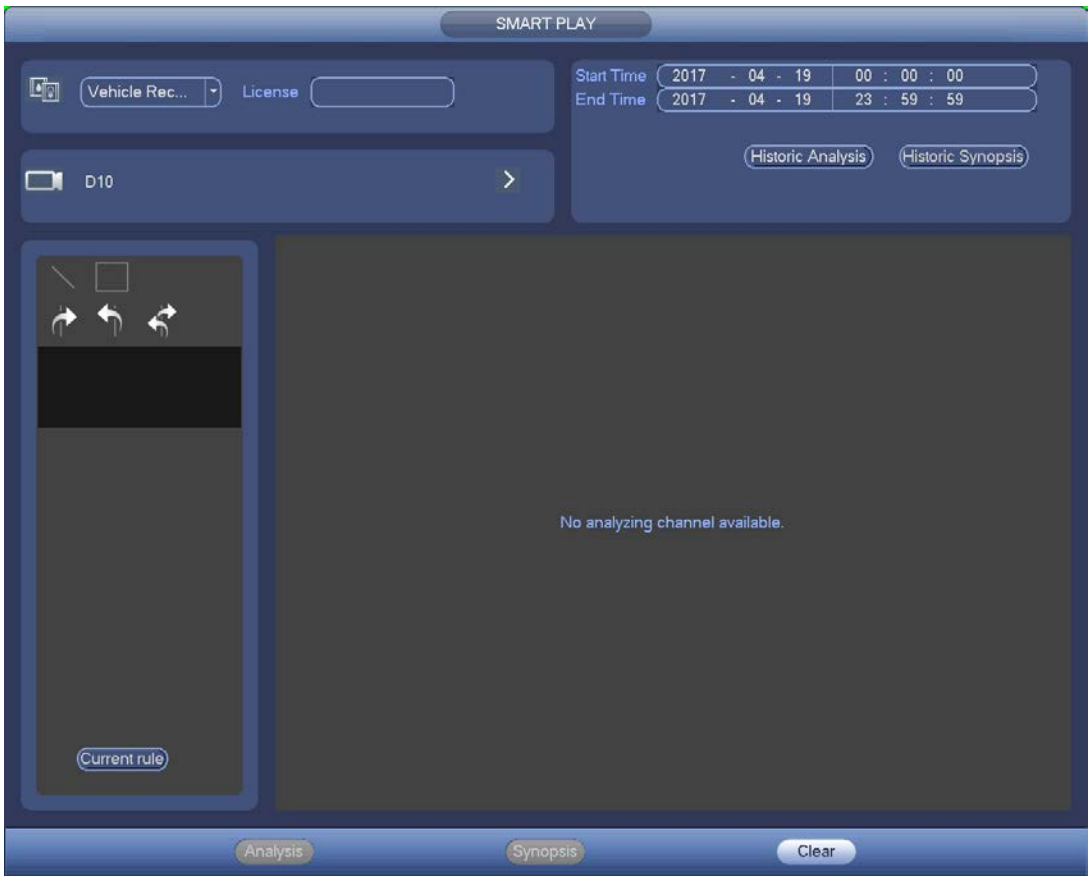

Figure 4-107
- Region: Click select button, the interface is shown as in Figure 4-107. Here you can set motion detection zone. There are four zones for you to set. Please select a zone first and then left drag the mouse to select a zone. The corresponding color zone displays different detection zone. You can click Fn button to switch between the arm mode and disarm mode. In arm mode, you can click the direction buttons to move the green rectangle to set the motion detection zone. After you completed the setup, please click ENTER button to exit current setup. Do remember click save button to save current setup. If you click ESC button to exit the region setup interface system will not save your zone setup.
In Figure 4-107, you can left click mouse and then drag it to set a region for motion detection. Click Fn to switch between arm/withdraw motion detection. After setting, click enter button to exit.